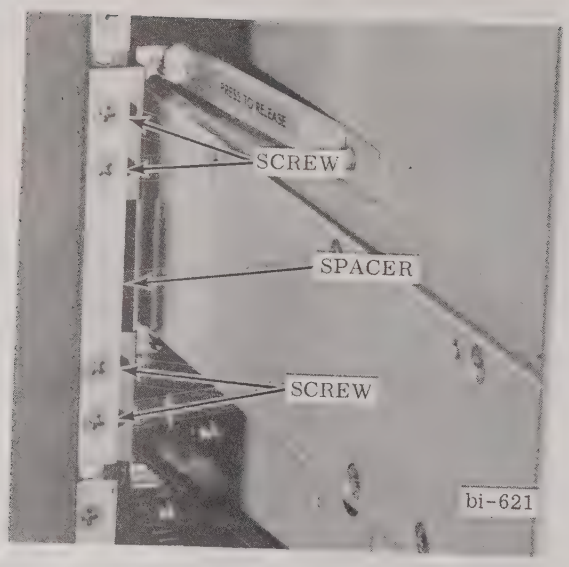

FIGURE 2-1 INSTALLATION OF VERTICAL OSCILLOGRAPH 2607-70
2. Install one spacer and four screws on each side of oscillograph (Fig. 2-1) and slide oscillograph into unit.